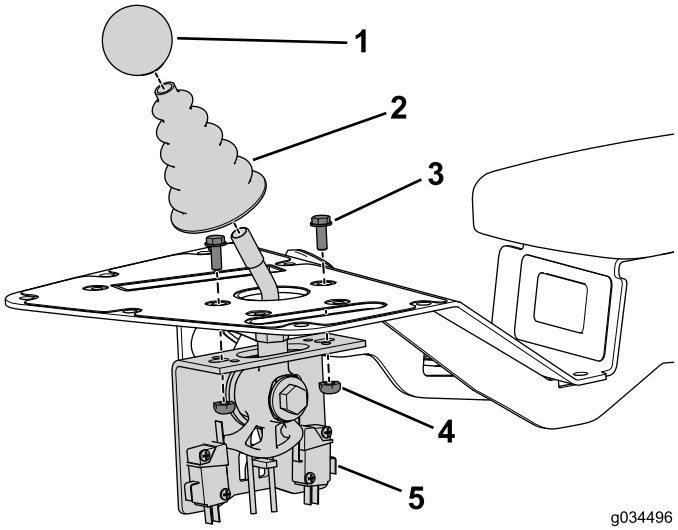

Figur 4
1. Ta bort knoppen från klippreglagets axel och lägg den åt sidan (Figur 4).
2. Ta bort dammskon från klippreglagets axel och lägg den åt sidan (Figur 4).
3. Ta bort de två skruvarna och muttrarna som fäster klippreglageenheten vid konsolenheten och lägg dem åt sidan (Figur 4).